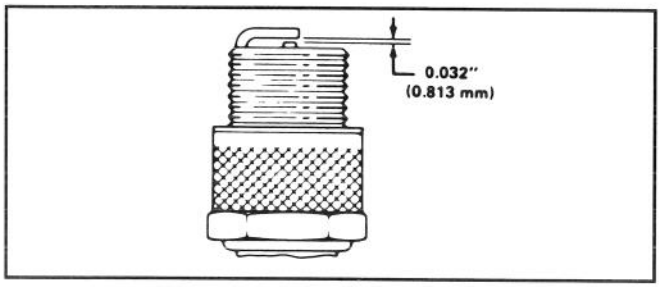

Afbeelding 16
3. Stel de elektrodenafstand af op 0,8 mm (Afb. 16). Installeer de juiste bougie en pakking en draai de bougie stevig vast tot 20 N·m.